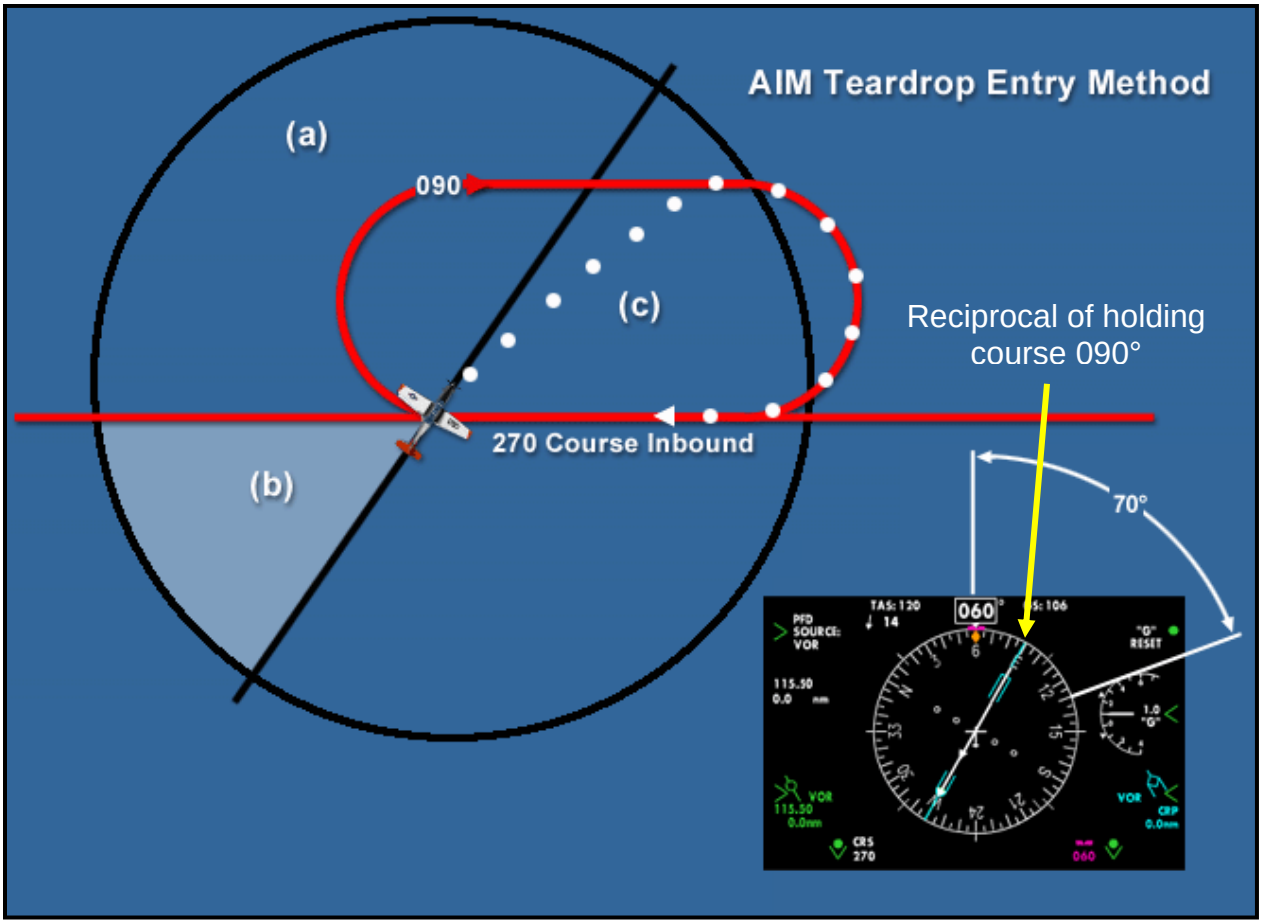

Figure 7-10 Standard Holding Teardrop Entry
b. **Standard Teardrop Entry.** Figure 7-10 shows the aircraft arriving at the holding fix from area (b): With the ***reciprocal*** of the holding course (090°) between the heading index and 70° to the right of the heading index, turn in the shortest direction to a heading ***30° less*** than the ***reciprocal*** of the holding course (060°).